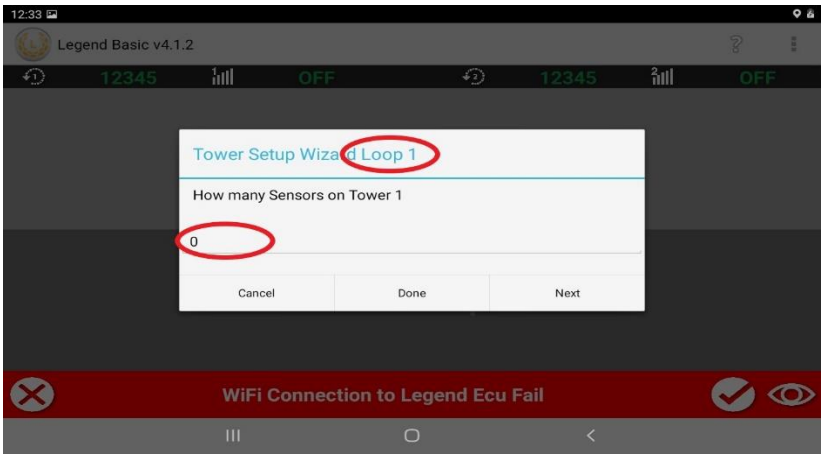

Figure 1.8
14. See figure 1.8. Begin entering the number of sensors on each loop 1 tower, tapping next until all towers have been entered on loop 1. Tap “Done” after the last tower on loop 1. Continue doing the same for loop 2. Tap “Done” when finished.